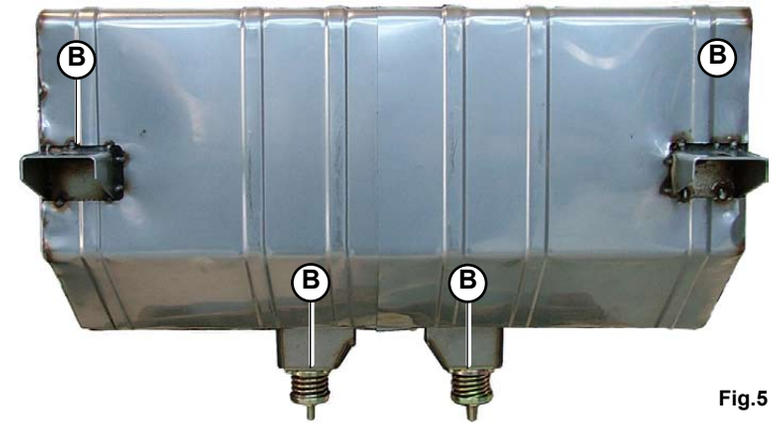

Fig.5
2. Use the 4 supports (**B-Fig.5**) to restrain the silencer to the frame.